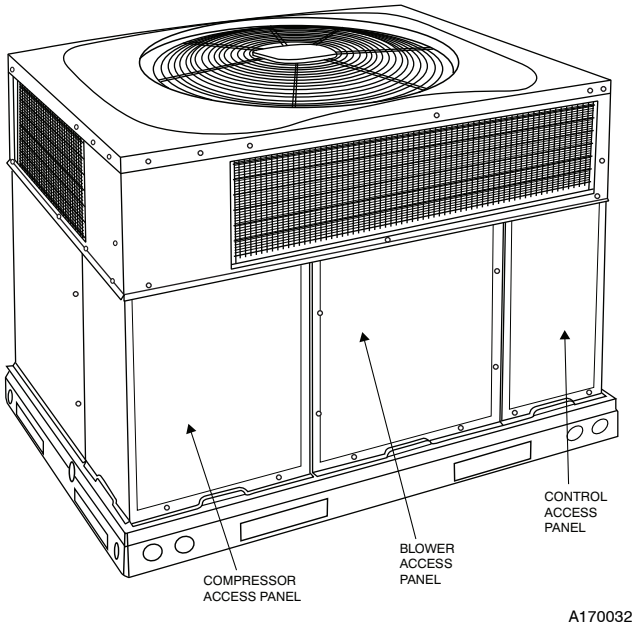

**Fig. 19 - Unit Access Panels**
a. Remove blower access panel (see Fig. 19).
g. Reinstall blower access panel (see Fig. 19).
1. Remove control access panel (See Fig. 19).
Remove blower access panel (see Fig. 19). Limit switch is located on the fan partition.
3. Remove control access panel (See Fig. 19).
Remove access panels (see Fig. 19) to locate all the electrical controls and wiring. Check all electrical connections for tightness. Tighten all screw connections. If any discolored or burned connections are noticed, disassemble the connection, clean all the parts, re-strip the wire end and reassemble the connection properly and securely.
After inspecting the electrical controls and wiring, replace the access panels (see Fig. 19). Start the unit, and observe at least one complete heating cycle and one complete cooling cycle to ensure proper operation. If discrepancies are observed in any operating cycle, or if a suspected malfunction has occurred, check each electrical component with the proper electrical instrumentation. Refer to the unit wiring label when making these checkouts.